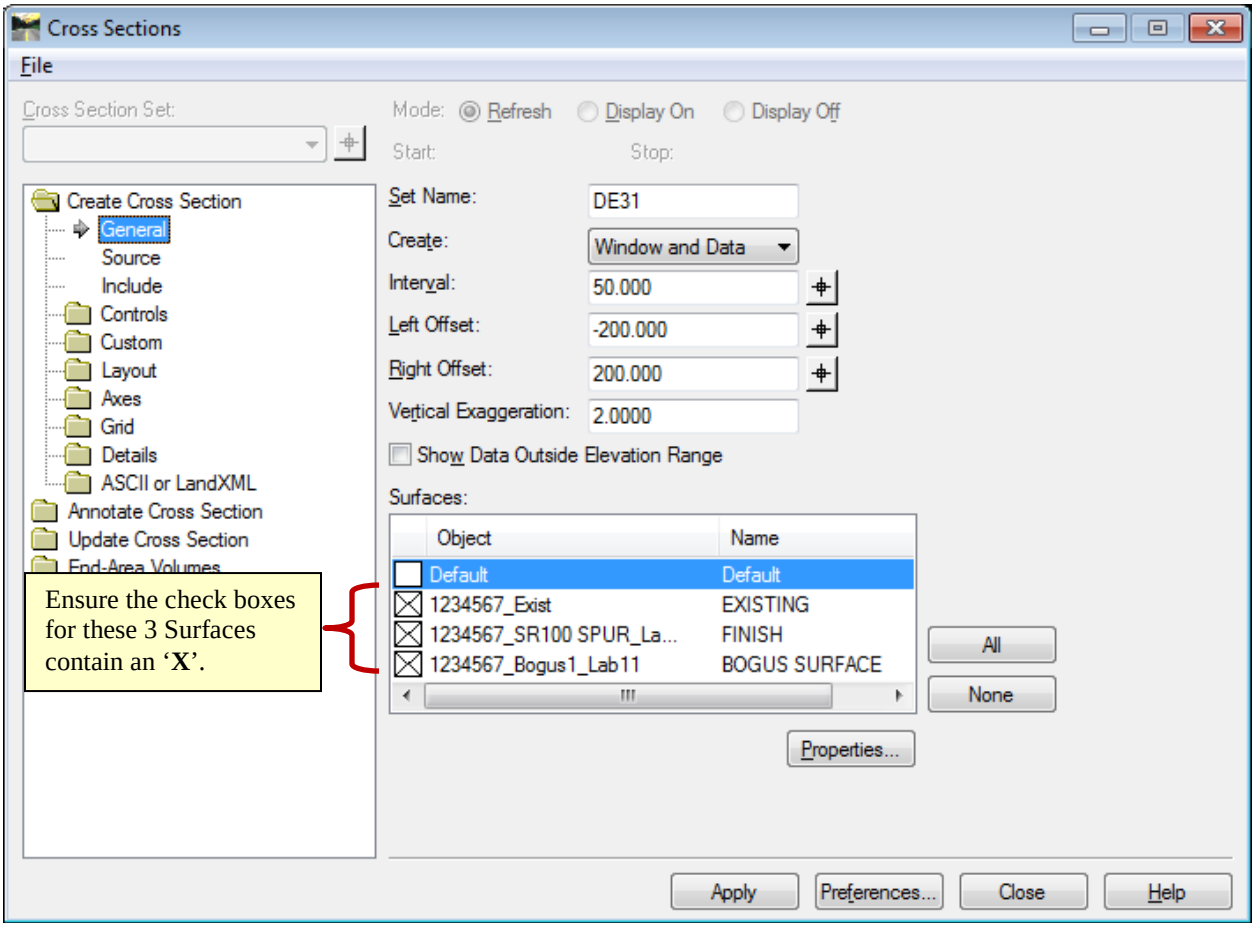

Figure L11-2 Create Cross Section
16.	**Select the Surfaces and View the Surfaces.** • In the **Cross Sections** dialog, click the **General** tab to ensure it is the active tab. • Verify an **X** is present in the check boxes for each of the **Surfaces:** listed here. ▪ ***1234567_Exist*** ▪ ***1234567_SR100 SPUR_Lab11*** ▪ ***1234567_Bogus1_Lab11*** • Verify your settings match those shown in *Figure L11-2*. • Click **Apply**. • Notice in the bottom left corner of the MicroStation Window you are prompted to **>Identify Location**, left click anywhere in the MicroStation Window. • The cross sections are drawn in MicroStation and the **Cross Sections** dialog re-appears. • Do **not** close the **Cross Sections** dialog.